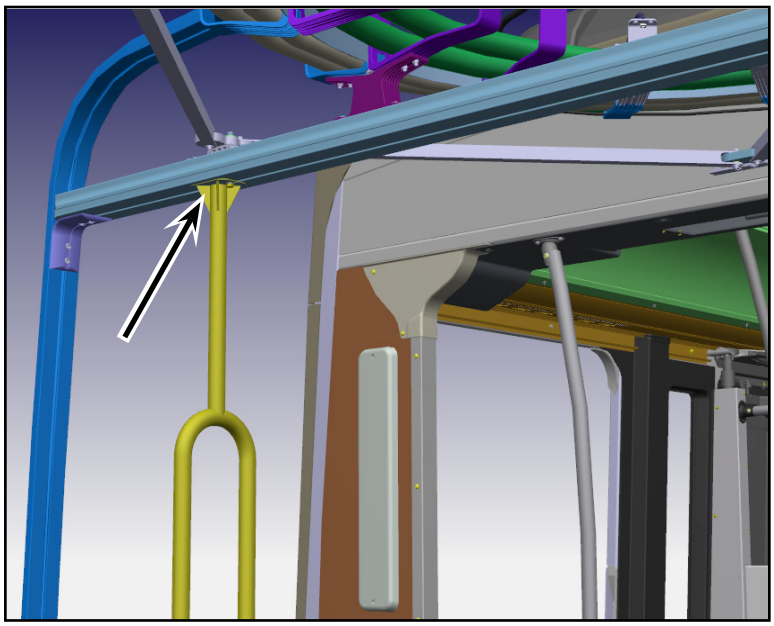

Figure 9 - Unbolt Each Handrail From the Guiding Profile
1.13. Unbolt each handrail from the guiding profile. See Figure 9.
1.16. Bolt the stanchions under the guiding profile. See Figure 9. It might be required to adjust the height of the stanchions.